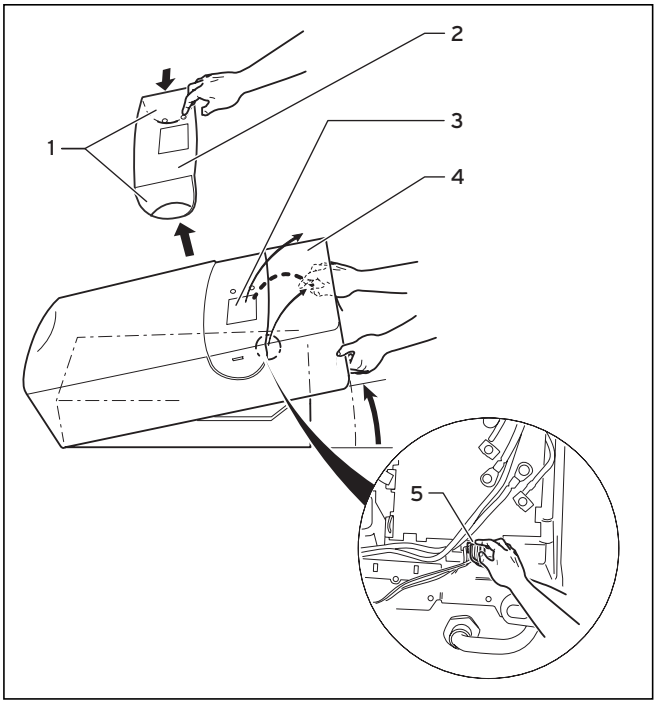

Рис. 5.3 Снятие и установка обшивки аппарата
- Снимите обе боковые планки козырька с аппарата (**1**) и снимите козырек (**2**), см. рис. 5.3.
- Ввинтите на место винт (**3**), см. рис. 5.3.